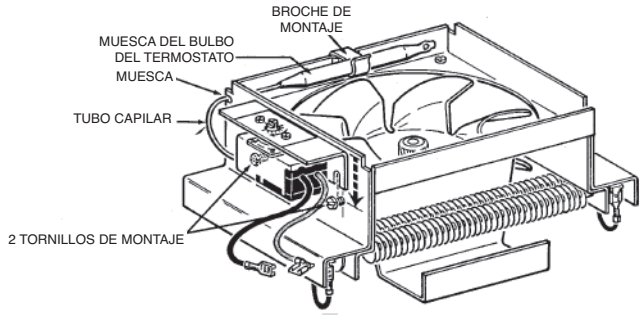

Figura 1
1. Afloje los dos tornillos del lado del conjunto del motor. (Vea la Figura 1).